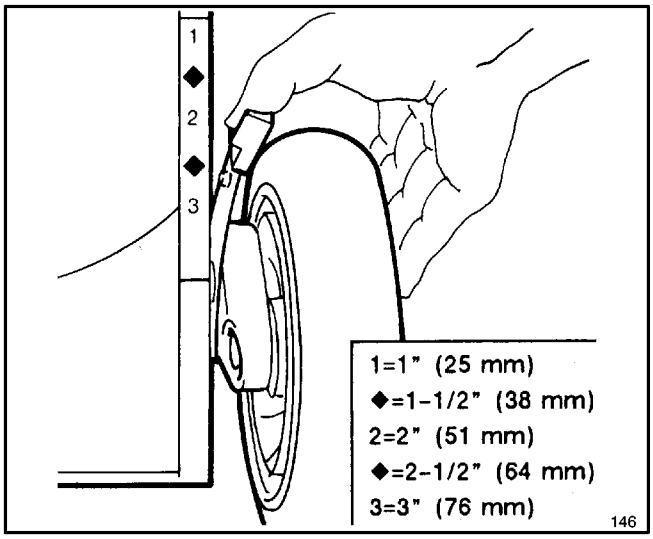

Abbildung 16
2. Zur leichteren Einstellung das Mähgehäuse anheben, damit das Rad mehr am Boden ist. **Dabei nicht mit der Hand unter das Gehäuse greifen.** Schnitthöhen-Einstellhebel zum Rad hin drücken und auf die gewünschte Schnitthöhe einstellen (Abb. 16). Sicherstellen, daß der Stift des Einstellhebels in die Nut am Gehäuse einrastet. Alle Räder auf die gleiche Höhe einstellen.